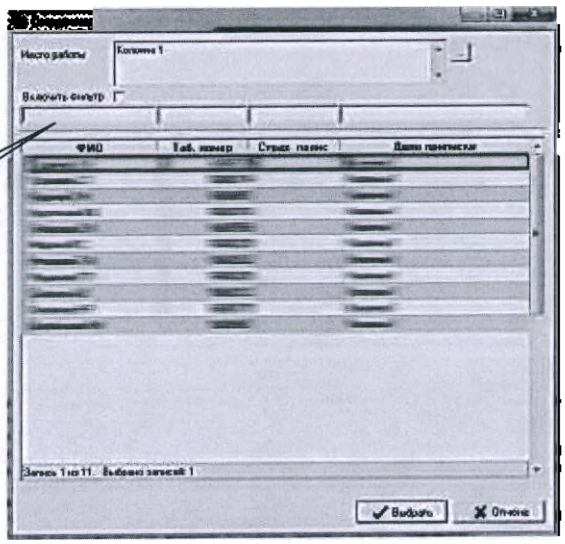

Рисунок 6
2.4.1.1 После входа в систему на экране монитора появится стартовая форма «Сотрудники» (рисунок 6).